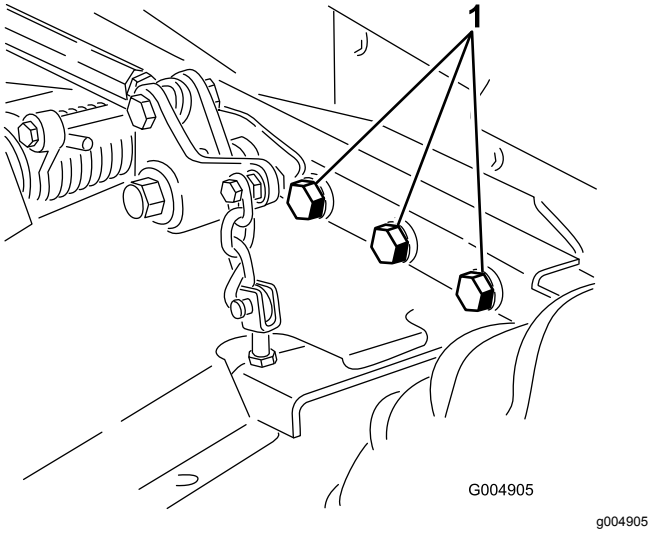

**Rysunek 59**
5. Sprawdź i prawidłowo dokręć luźne mocowania. Dokręć 6 śrub mocujących ramę podwozia kosiarki do jednostki jezdnej (Rysunek 59) momentem 359 N·m.